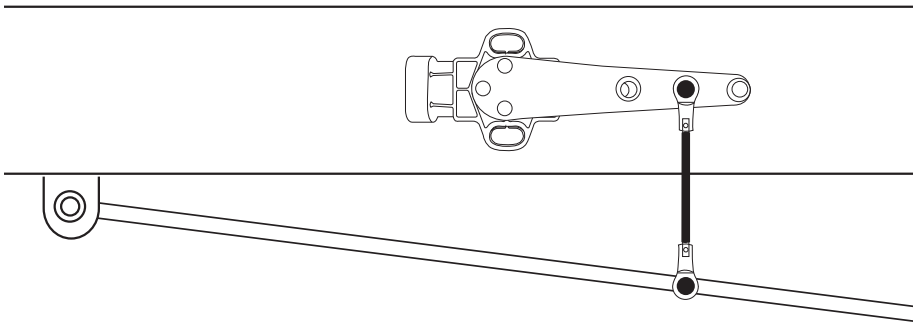

*fig. 30*
9. Assemble linkage back together, and fasten it to the sensor arm and lower mounting location with supplied hardware (fig. 30). Temporarily secure the sensor in its intended location including using the height sensor spacer that is provided.